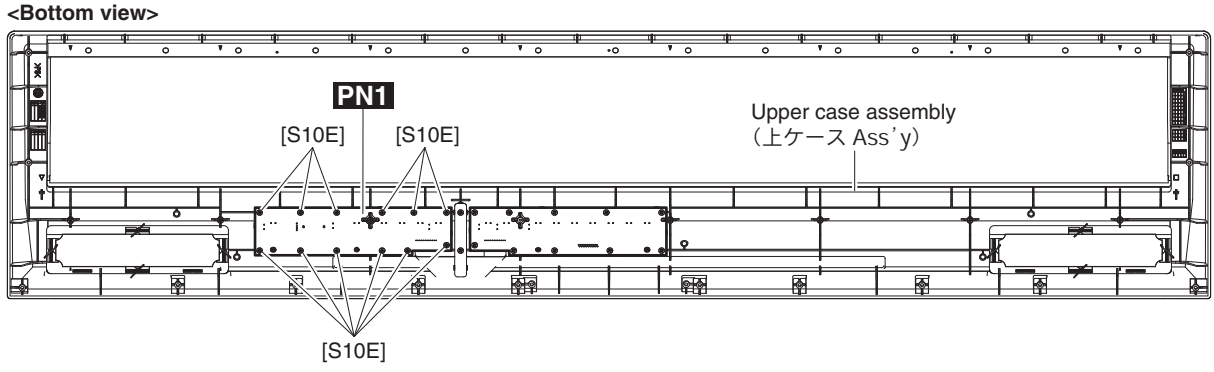

Fig. A-6（図 A-6）
A-8-4 Remove the twelve (12) screws marked [S10E]. The PN1 circuit board can then be removed. (Fig. A-6)
A-8-4 ［S10E］のネジ 12 本を外し、PN1 シートを外します。（図 A-6）